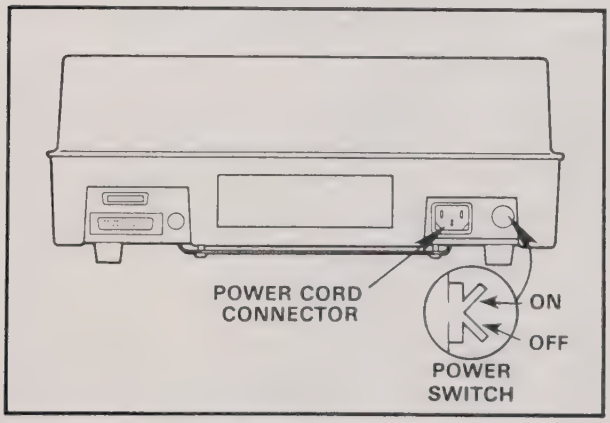

Figure 3-2. Programmer Power Switch Location
3. Flip the power switch up to the "ON" position; see figure 3-2.
3. Flip the power switch down to the "OFF" position (figure 3-2).